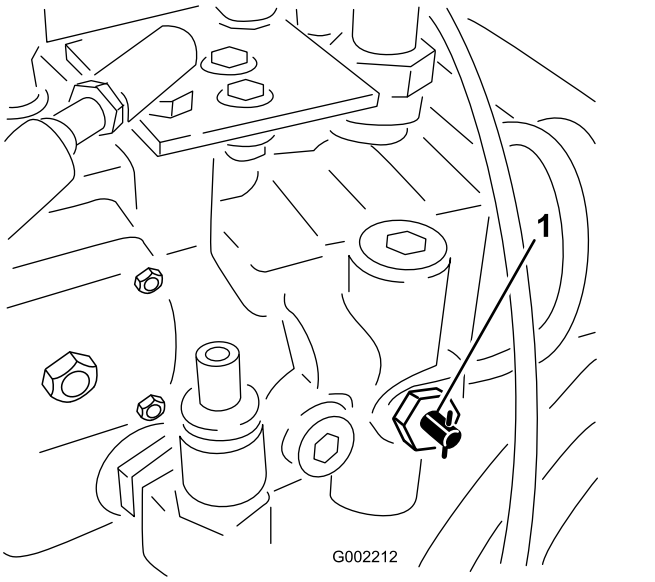

Figur 52
1. Öppna bogserventilen (Figur 52) genom att vrida den 90 grader åt valfritt håll.